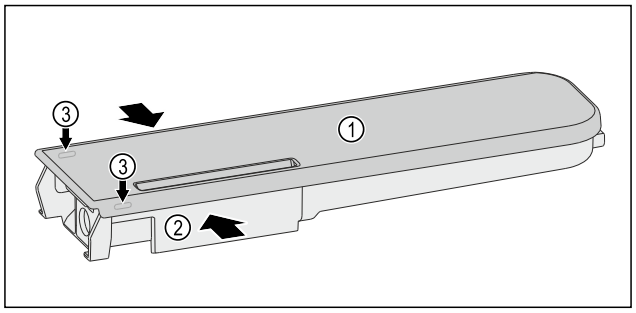

Fig. 232
▶ Druk het waterreservoir *Fig. 232 (2)* samen en til het deksel *Fig. 232 (1)* voorzichtig over de vergrendelingsnokken *Fig. 232 (3)* en trek het omhoog.
▶ Beweeg het deksel *Fig. 232 (1)* licht heen en weer en neem het naar boven toe af.